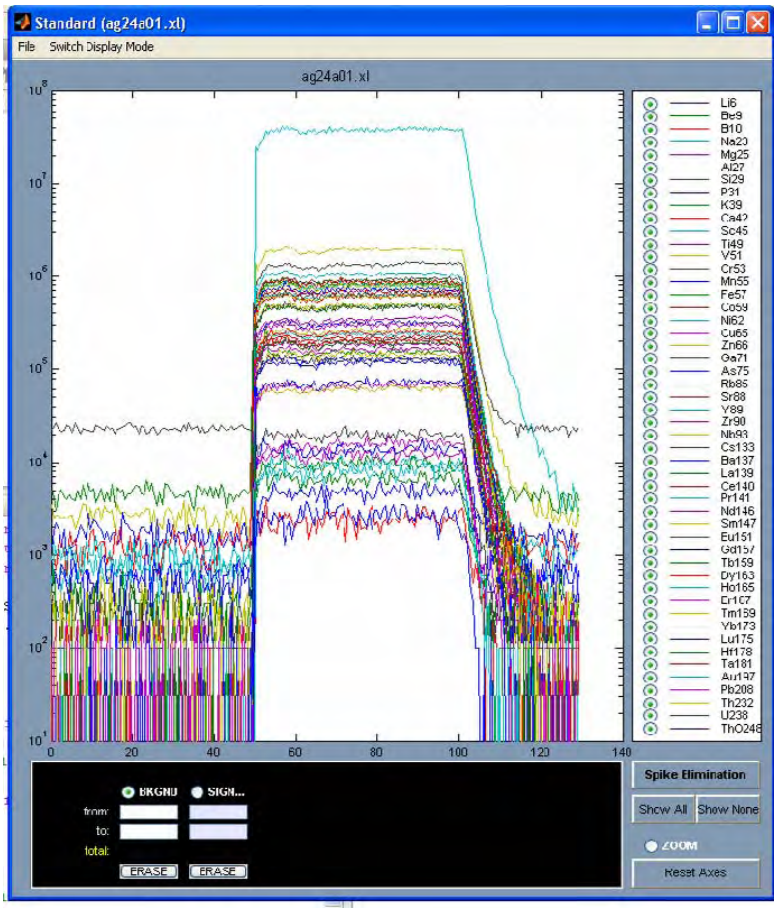

Fig. 6: The standard window
2. Select the appropriate file(s). You can load multiple standards (see Loading multiple standards). Your standard will appear in a separate window (Fig. 6).